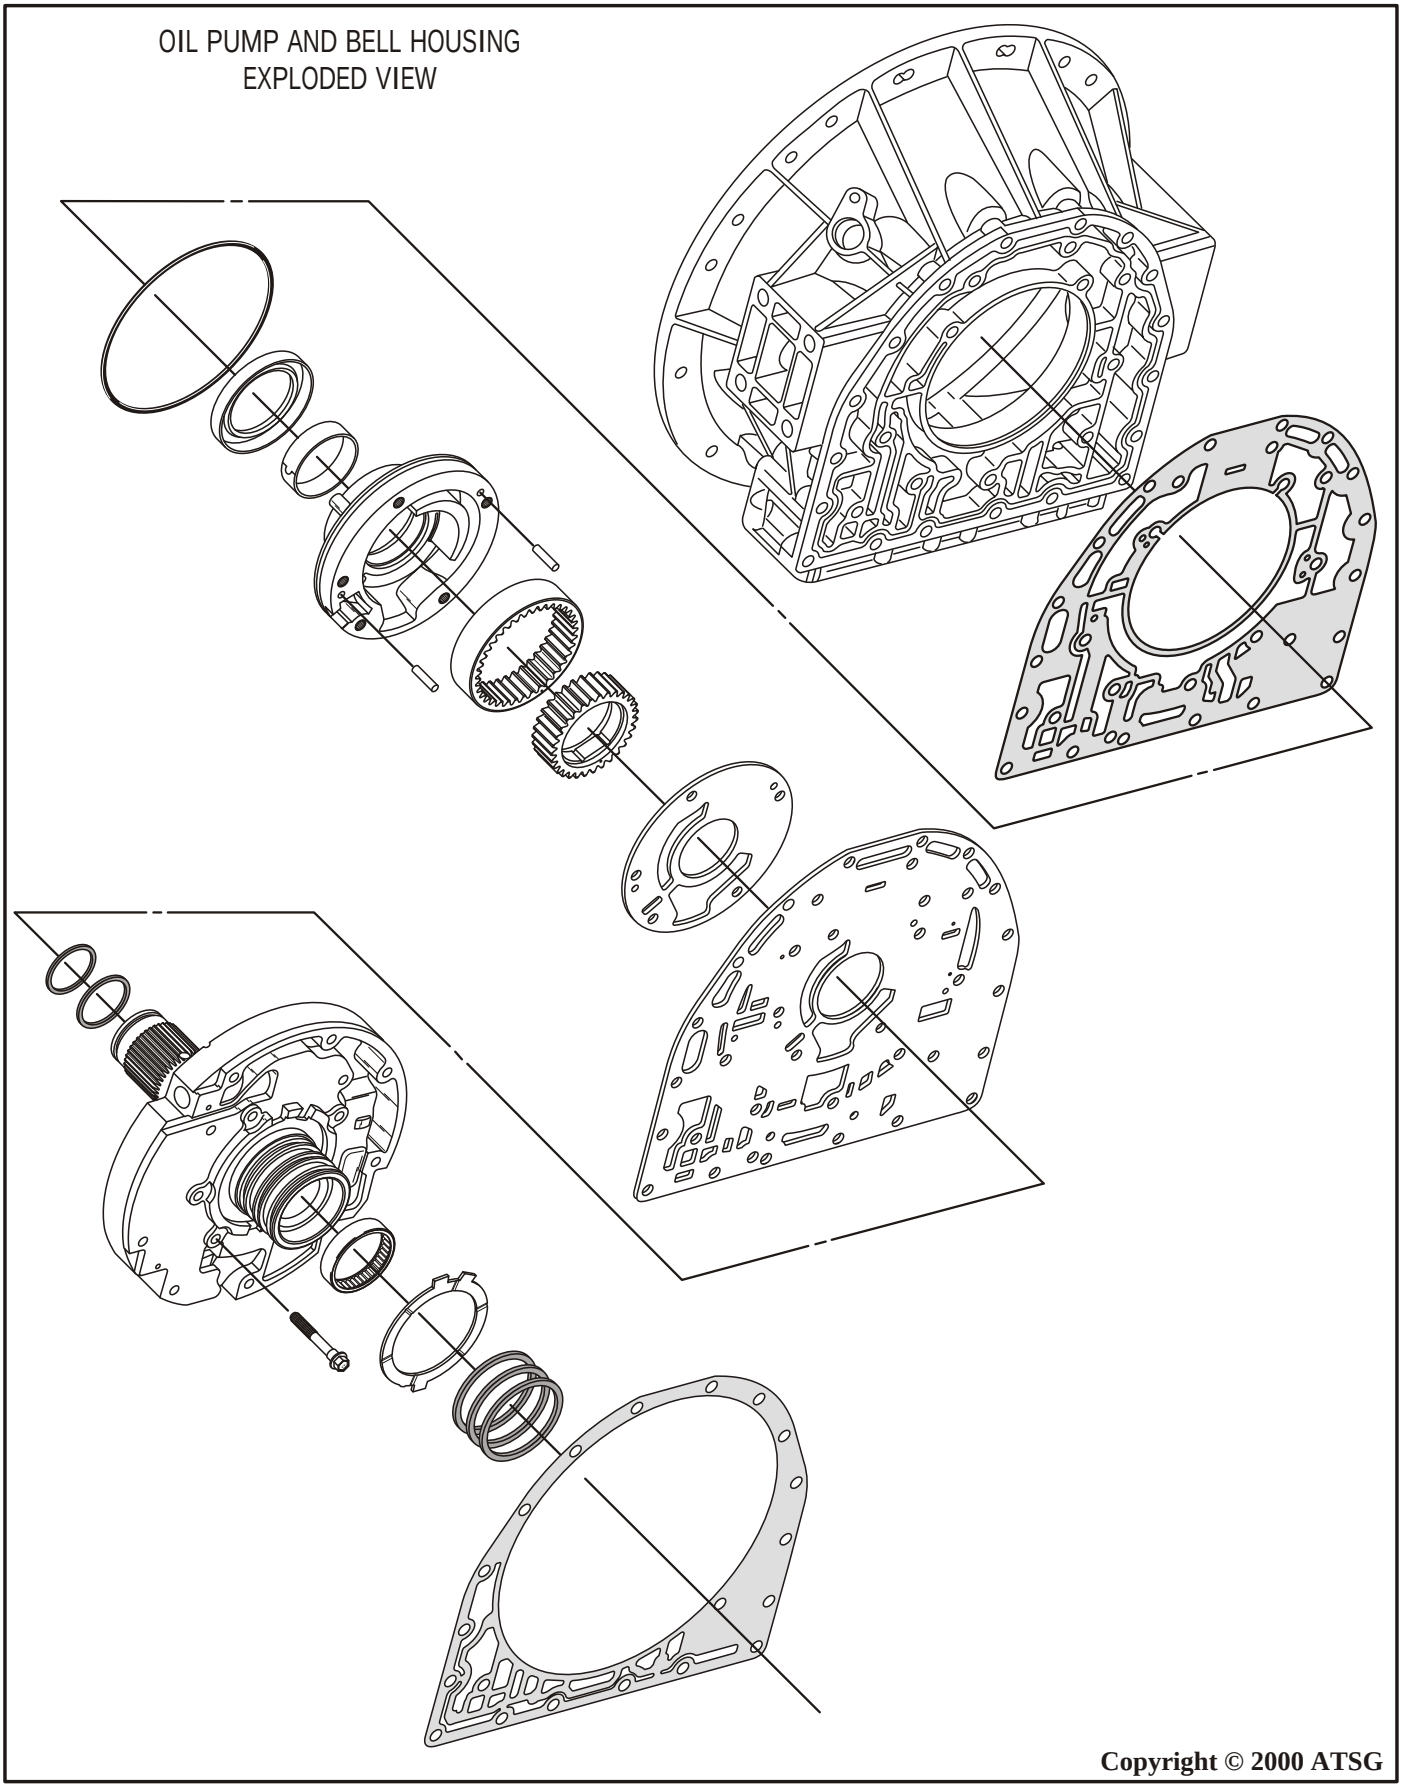

Figure 83
4. Remove and discard the pump spacer plate to bell housing gasket and the pump spacer plate to case gasket (See Figure 83, 85 and 86).